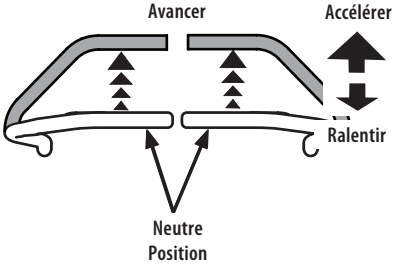

Fig. 21
1. Avancez lentement et régulièrement les deux leviers de contrôle de la barre abdominale. Le tracteur commencera à avancer (Fig. 21).